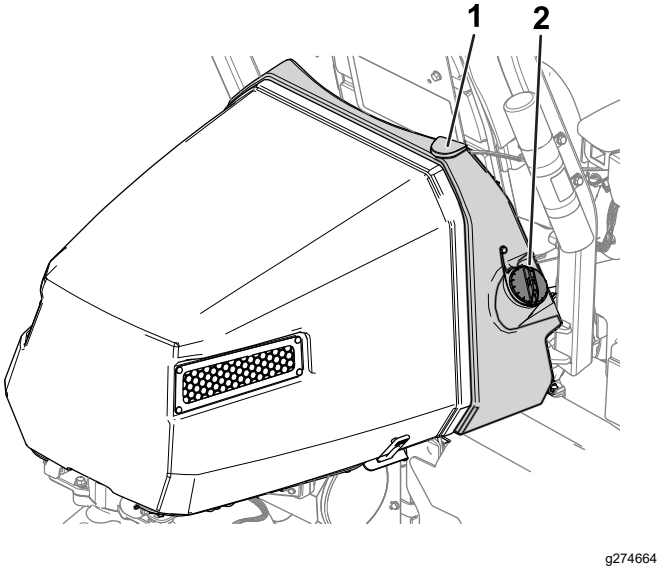

Figur 35
2. Gör rent runt tanklocket och ta bort det (Figur 35).